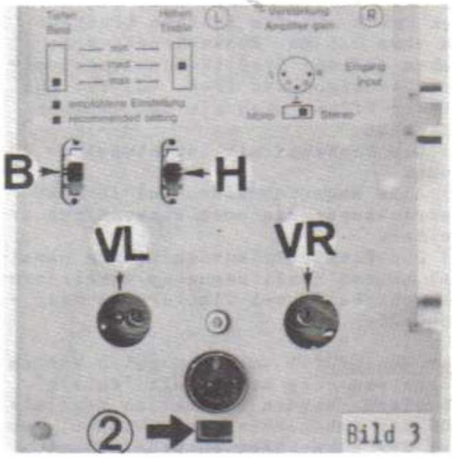

Bild 3
Der Verstärker S 77 hat einen Baßschalter (B, Bild 3) und einen Höhenschalter (H), die zur Anpassung an die örtlichen, akustischen Bedingungen nach Wunsch eingestellt werden dürfen. Auch der Mono/Stereo-Schalter (Bild 3, Pos. 2) darf beliebig eingestellt werden; er muß auf "Stereo" stehen, wenn Stereo-Schallplatten stereophonisch wiedergegeben werden sollen.
Der Drehschalter "Stereo-Zweikanal" (Bild 5, StA) steht bei normaler Betriebsweise stets in Stellung "Stereo". In Stellung "Zweikanal" sind die Innenlautsprecher des Phonographen alle auf den linken Verstärkerkanal geschaltet und beide Buchsen LSLH und LSRH für Außenlautsprecher auf den rechten Verstärkerkanal. Der Fernregler 40009, mit seinem Wahlschalter auf "Zweikanal" gestellt, ermöglicht es jetzt, die Innenlautsprecher und angeschlossene Außenlautsprecher (z.B. in einem anderen Raum) völlig unabhängig voneinander zu regeln (linker Knopf für Innen, rechter für Außen). Der Mono-Stereo-Schalter (Bild3, Pos. 2) muß bei dieser Betriebsweise auf "Mono" stehen.
The amplifier has a bass adjustment switch,-B-, Bild 3, and a treble switch -H-, which may be set to any position to suit local acoustic conditions. The Mono/Stereo switch -2- may also be set to either position, however, it has to be set to Stereo if a stereophonic reproduction of a real stereo record is aimed for.
The Stereo/Dual Channel-switch StA, Bild 5, is set to Stereo for normal operation or to "2-Kanal" for Dual Channel Operation. In this mode all cabinet speakers are switched to the left hand stereo channel and both external speaker sockets to the RH channel.A model 40009 Remote Volume Control with its mode switch in the lower position (Channel 1 - Ch. 2) then permits the independent control of the internal speakers with the left hand button and of the external speakers with the Channel 2 button. The Mono/Stereo switch (-2-, Bild 3) should be in Mono position now.
L'amplificateur possède un commutateur des graves(B Fig.3) et un des aigus(H Fig.3). Ceux-Ci peuvent être commutés à volonté permettant ainsi aux appareils de s'adapter aux endroits ou ils sont installés. Il y a aussi un commutateur mono/stéréo(Pos.2 Fig.3). Pour obtenir l'effet "Stéréo" avec un disque stéréo, il doit être sur "Stéréo".
Mono/Stereo-Schalter und Betriebsarten-Wahlschalter Sta auf "Stereo", Höhen- und Baßschalter auf "max" stellen; Lautstärkerregler auf voll. Voltmeter für etwa 20 V Wechselstrom an den linken Kanal (LSLH) anschließen. Dann die Wurlitzer-Prüfplatte 7 PAL 4890 (Bestellnummer 0020410007), Seite A, Programm 3 (Meßton 250 Hz, 0 dB) abspielen. Ausgangsspannung mit Regler V - L (Bild 3) auf 15 Volt einstellen und anschließend den Lautstärkeregler zurückdrehen bis noch 7 Volt angezeigt werden. Jetzt das Voltmeter an den rechten Kanal (LSRH) anschließen und diesen mit Regler V - R auf ebenfalls 7 Volt einstellen. Damit stimmt dann die Balance exakt bei mittleren Lautstärken.
Service and repair notes. The Channel Balance and the maximum output level has to be checked after a replacement of the pick-up cartridge (not for a new needle alone) and after replacement of transistors, this way: Both mode switches to Stereo, basses and trebles to maximum and a voltmeter of 20 Volts AC connected to the LS LH socket (=left hand channel).Play Wurlitzer Test Record 7 PAL 4890, side A, program 3 (test signal of 250 Hz, 0 dB) and adjust control V-L (Bild 3) for a reading of 15 V output. Then retard the volume control for 7 V output, transfer the meter to LSRH and adjust V-R to 7V also. This gives a perfect balance at medium volume levels.
Les commutateurs "Mono-Stéréo" et "Stéréo-Zweikanal" sur "Stéréo", graves et aigus sur "max" et brancher un voltmètre à la sortie du canal de gauche(LSLH) voltmètre sur 20 Volts alternatifs. Faire ensuite jouer un disque Wurlitzer PAL 4890 (numéro de commande 0020410007), face A, programme 3 (tonalité 250 Hz, 0 dB) régler la tension de sortie avec le régleur V-L(fig.3) à 15 Volts. Réduire ensuite la tension de sortie à 7 Volts avec le potentiomètre de volume et commuter au canal droit avec V-R, régler également à 7 Volts. Après ces réglages, l'équilibrage est exact pour les puissance moyennes.
Courant de repos de l'étage final est toujours à vérifier lorsque la symétrie a été modifiée. Brancher un millivoltmètre en parallèle à R32. Pas de signal à l'entrée. Régler R26 (fig.3) tel que l'on ait une lecture de 10 millivolts ou alors 37 mA au collecteur de T7.